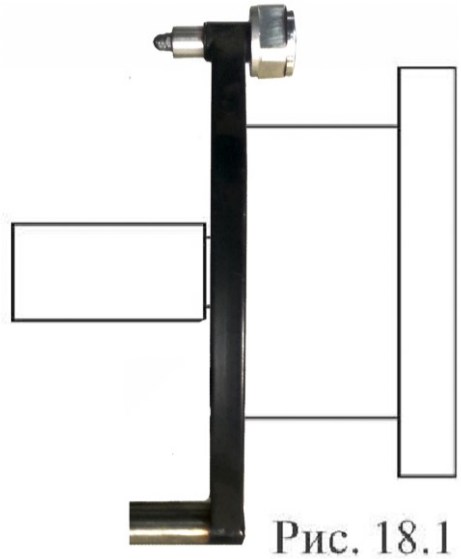
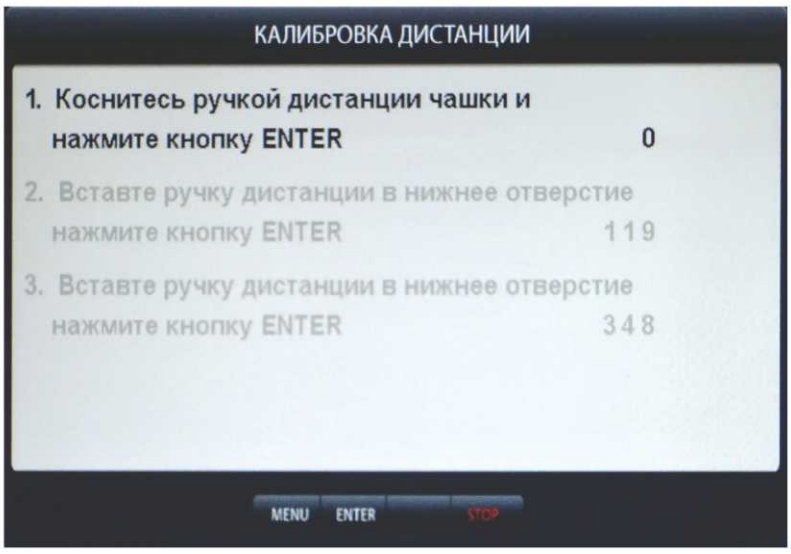

Рис. 18.1
рис.18.3
21.1.1. Калибровка тракта измерения дистанции. Для оценки погрешности устройства ввода дистанции выдвиньте штангу ввода параметров и уприте внешнюю боковую сторону её рукоятки в задний торец фланца вала, как показано на рис. 18.1. При этом на экране ввода геометрических параметров (см. рис.10.2) появится величина дистанции. Если величина дистанции не равна 185±5 мм, то устройство ввода дистанции требует калибровки.
Нажмите кнопку «MENU», в открывшемся окне MENU выберите пункт 5 «Калибровка», нажав кнопку 5 в верхнем ряду клавиатуры. Откроется окно КАЛИБРОВКА. Выберите п. 2 «Калибровка дистанции» нажав кнопку 2 в верхнем ряду клавиатуры, откроется окно КАЛИБРОВКА ДИСТАНЦИИ рис.18.3. Выдвиньте штангу ввода параметров, уприте внешнюю боковую сторону её рукоятки в задний торец фланца вала, как показано на рис. 18.1 и нажмите кнопку «ENTER». В окне КАЛИБРОВКА ДИСТАНЦИИ выделится второй пункт: «2. Вставьте ручку дистанции в нижнее отверстие, нажмите кнопку «ENTER»